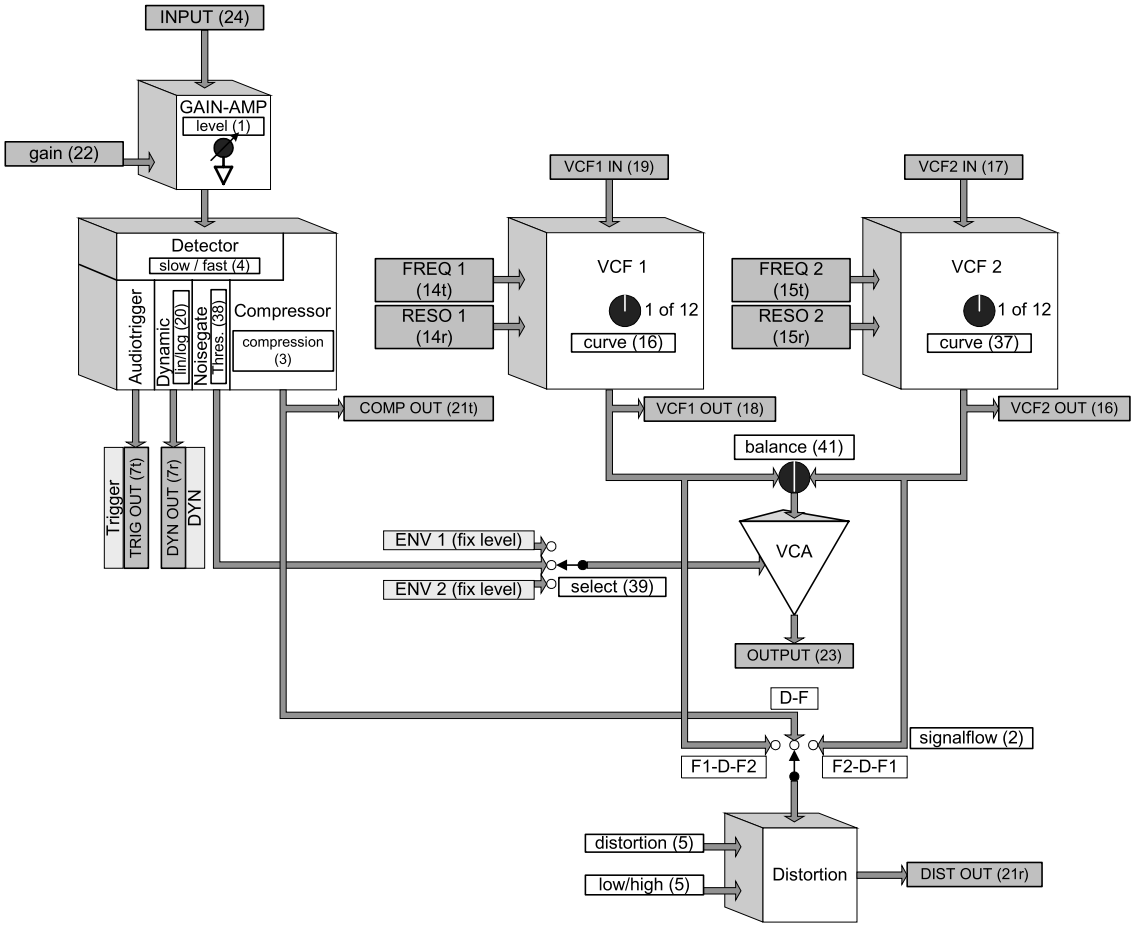

Abb. 7.3.1 Modularstruktur der Audiobearbeitung
Die Abb. 7.3.1 zeigt die Audiomodule in einer Übersicht als modulare Einheiten, wobei der Übersichtlichkeit wegen die meisten Bedienelemente der Filter weggelassen wurden. Hinsichtlich der Audiowege ist diese Grafik aber beinahe vollständig, nicht zu sehen ist die innere Verdrahtung der beiden internen Filtereingänge über den [signalflow]-Schalter (2) und deren Verknüpfung mit dem Ausgang der Distortion unit (s. Kapitel 8.3).
Hinweis! Wird ein VCF von seinem separaten Audioeingang („IN VCF1“ (19) oder „IN VCF2“ (17)) auf der Geräterückwand gespeist, wird die innere Verbindung zu seinem Eingang unterbrochen! Wären z.B. beide Filter durch ihre separaten Eingänge versorgt, würde der **[signalflow]**-Schalter nur noch festlegen, von welchem der drei Modulausgänge **Compressor**, **VCF 1** oder **VCF 2** die **Distortion** unit ihr Eingangssignal bekommt (s. auch Abb. 7.3.1). Damit ist die **Distortion** unit im Hinblick auf Modularität immer noch sehr flexibel, da sie auch einen separaten Ausgang besitzt.